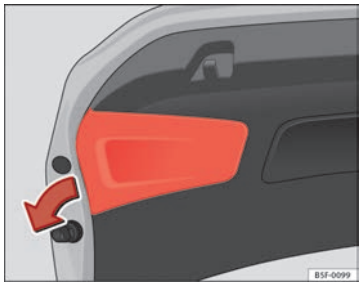

Fig. 154 Retirar a cobertura da porta do porta-bagagens
– Retirar a tampa do porta-bagagens no sentido da seta ⇒ Fig. 154.
– Volte a montar a tampa de revestimento do porta-bagagens ⇒ Fig. 154.